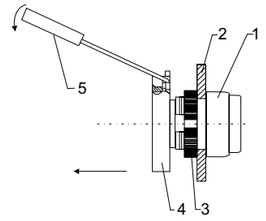

rys. 5
2) Następnie należy umieścić wkrętak w otworze znajdującym się w uchu korpusu pośredniego, lekko podważyć i odciągnąć korpus od członu napędowego (rys.5)